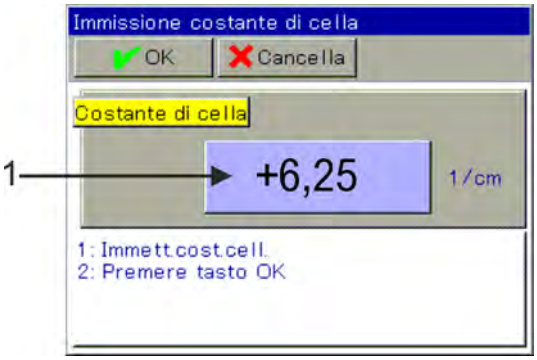

Fig. 75: Per inserire, premere il pulsante (Pos. 1)
6. Immettere la costante di cella del sensore (6,9) e confermare con "OK". (Vedi Fig. 75 .)